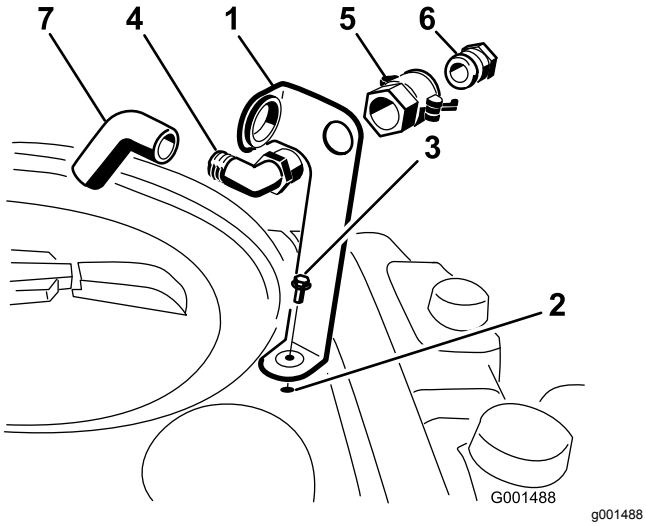

Figur 3
1. Placer beslaget til påfyldningskoblingen på hullet med gevind i tanken, og fastgør det med en flangehovedbolt (5/16" x ¾") som vist i Figur 3.
2. Før 90°-knærørets gevindende gennem beslaget, og skru hurtigkobleren på beslaget (Figur 3).
3. Monter slangeadapteren på hurtigkobleren (Figur 3).
4. Fastlås adapteren ved at svinge håndtagene mod adapteren og derefter fastgøre dem med låseclipsene (Figur 3).
5. Monter antihævertslangen gennem den store åbning i beslaget og på modhageenden af 90°-knærøret (Figur 3).